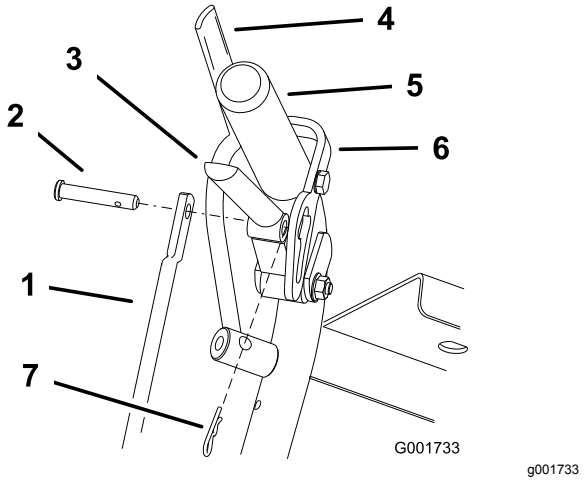
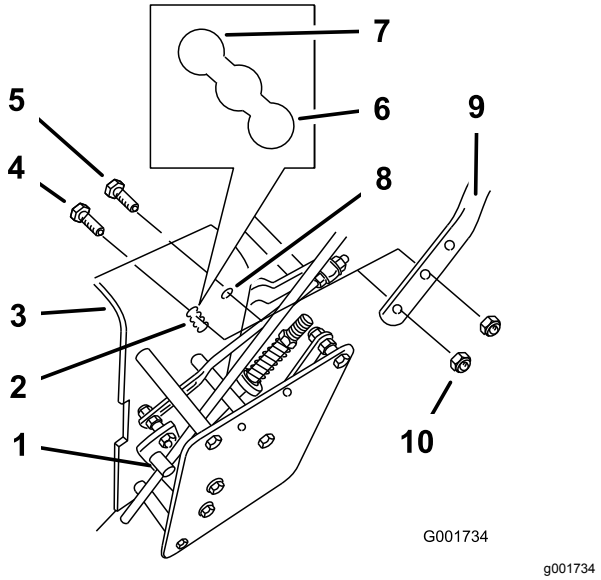

Figur 18
Figur 19
1. Fjern låseclipsene og gaffelboltene fra drivhåndtagene og neutrallåsene (Figur 18).
2. Løsn de øverste flangebolte (⅜" x 1¼") og flangemøtrikken, der fastgør håndtaget til bagstellet (Figur 19).
3. Fjern de nederste flangebolte (⅜" x 1") og flangemøtrikkerne, der fastgør håndtaget til bagstellet (Figur 19).
5. Juster styrestangens længde ved at dreje styrestangen i stangfittingen (Figur 18 og Figur 19).
6. Placer låseclipsen mellem drivhåndtagene og neutrallåsene, og før den gennem gaffelboltene (Figur 18).